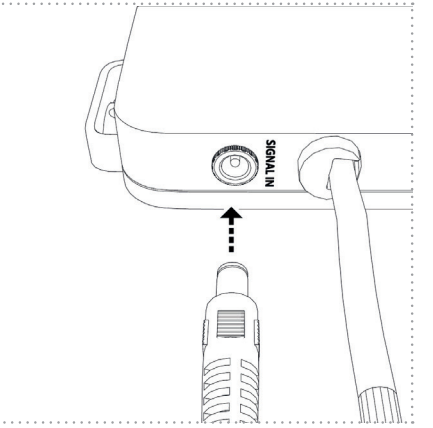

Abbildung: 23
6. Danach stecken sie den Stecker des Anschlusskabels (Signal) in die davor vorgesehene Anschlussbuchse an der UV-Einheit (Abbildung 23).